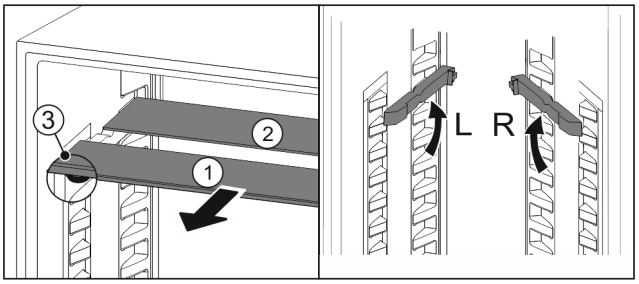

Fig. 30
▶ Sortir les tablettes par l'avant *Fig. 30 (1)*.
▷ La tablette en verre *Fig. 30 (1)* avec bordure décorative est située à l'avant.
▷ Les butées *Fig. 30 (3)* sont orientées vers le bas.